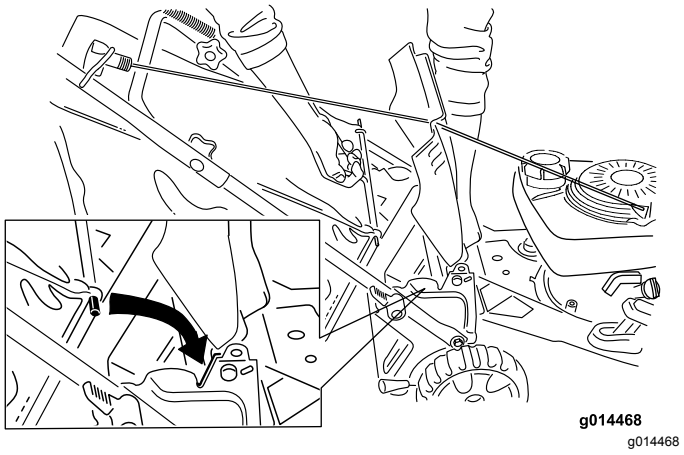

Figure 17
2. Soulevez et bloquez le déflecteur arrière, placez le bac dans les encoches et abaissez le déflecteur (Figure 17).